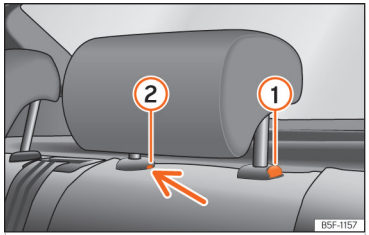

Abb. 66 Kopfstütze hinten ausbauen.
- Drücken Sie die Taste ››› (Abb. 66) ① sowie gleichzeitig mit einem Schlitzschraubendreher (Breite max. 5 mm) in die Öffnung der Verriegelung ② und ziehen Sie die Kopfstütze heraus.